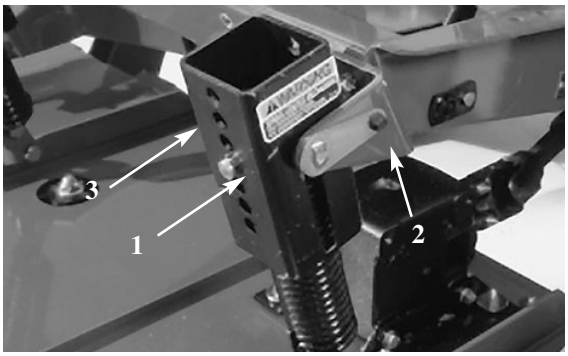

Afbeelding 12
2. Maak de tegenbalans van de tractie-eenheid los, verwijder de borgpen uit de steunen, haal de veerspanners los van de steunen en leg deze op de maai-eenheid. Steek de borgpennen losjes in de steunen zodat u ze niet kwijtraakt (Afb. 12).